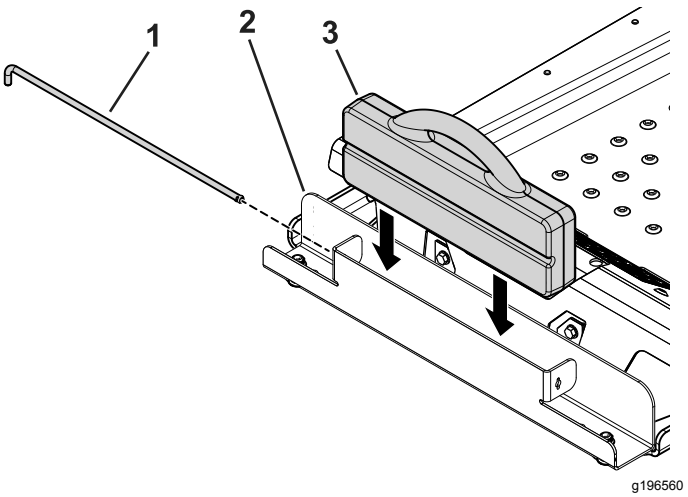

Figuur 5
4. Schuif het koffergewicht in de gewichtbak met de sleuf naar de voorzijde van de machine gericht (Figuur 5).
5. Schuif de borgstang in de bak en draai de stang in de vergrendelde stand (Figuur 5).